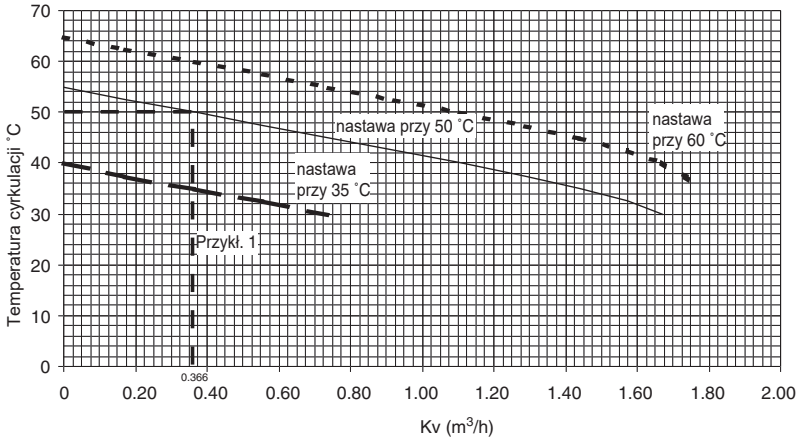

Rys. 17
- Obliczenia przepływu projektowego wykonuje się w oparciu o rys. 17 na stronie 9.